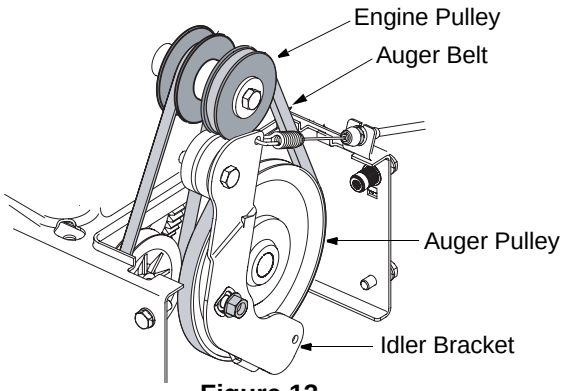

Figure 13
1. Slip the front auger belt off the engine pulley pushing it down between the idler bracket and the engine pulley. See Figure 13 .